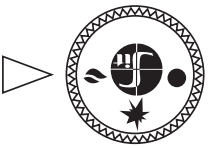

Рис. 9
7.4. В этом положении ручка управления удерживается **нажатая до упора**, одновременно нажимается (при необходимости несколько раз) кнопка пьезовоспламенителя, пока не загорится пилотная горелка (см. в смотровое окно). После того как загорится пилотная горелка, ручка **удерживается в нажатом состоянии не менее 30 секунд**, после чего ручка отпускается и переводится в положение **«факел»** (рис. 9). При первом пуске котла необходимо держать котёл на пилотной горелке не менее 3 минут, после чего переводить в положение «факел». При переводе ручки управления в положение **«факел»**, подача газа к главной горелке разблокируется.